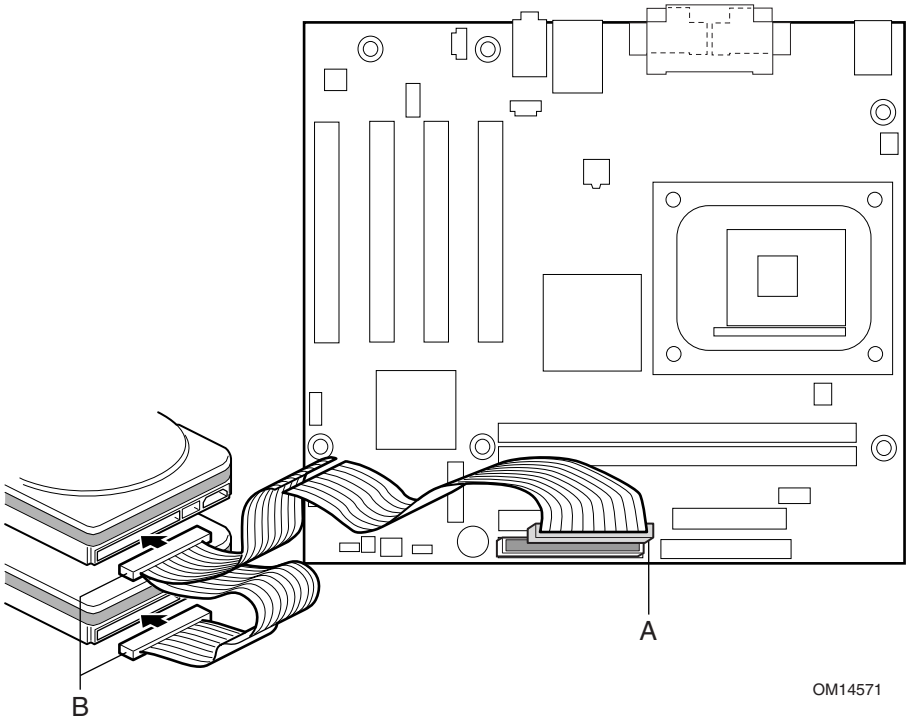

Figure 8. Connecting the IDE Cable
The Intel® boxed desktop board package includes an IDE cable. The cable connects two drives to the desktop board. The cable supports ATA-66 and ATA-100 transfer protocols and is backward compatible with drives using slower IDE transfer protocols. Figure 8 shows the correct installation of the cable.
- Attach the cable end with the single connector to the Intel desktop board (see Figure 8, A).
- Attach the cable end with the two closely spaced connectors to the drives (see Figure 8, B).